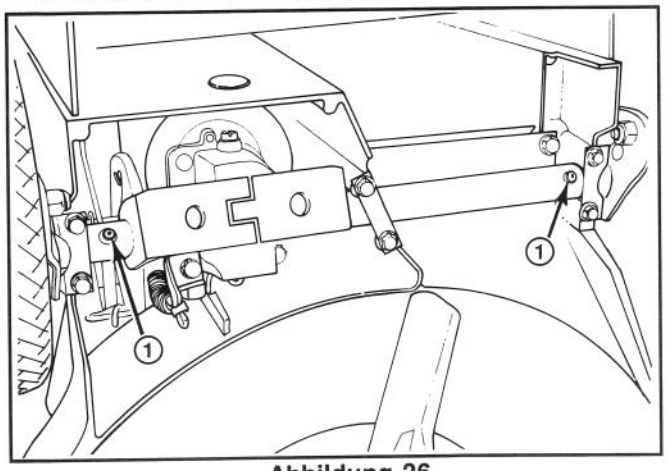

Abbildung 26
3. Den Mäher auf die höchste Schnitthöhe einstellen (E).
4. Den Mäher nach links kippen. Alle Schmiernippel mit einem Lappen sauberwischen (Abb. 26). Eine Fettpresse